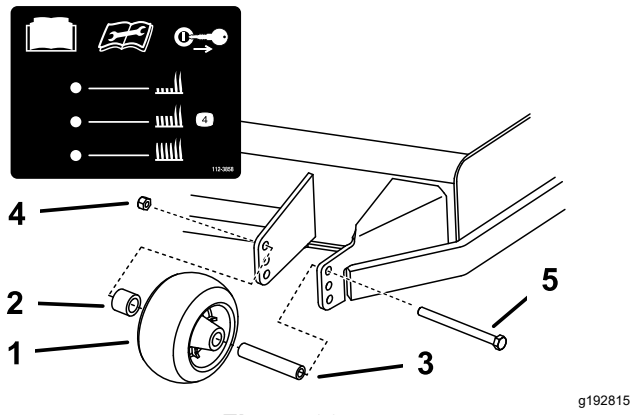

Figure 30
3. Réglez les galets anti-scalp comme montré à la Figure 30.